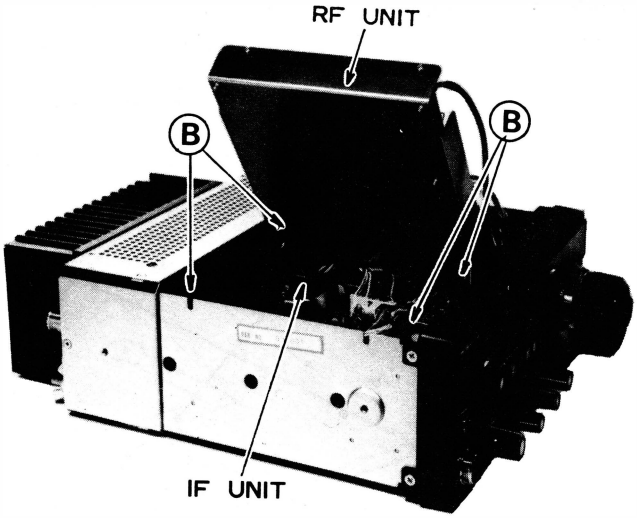

Fig. 3-3
(3) Refer to Figure 3-3, and remove the four screws marked "B" restraining the IF Unit. Remove the three connectors of the IF Unit, and remove the board from the transceiver.